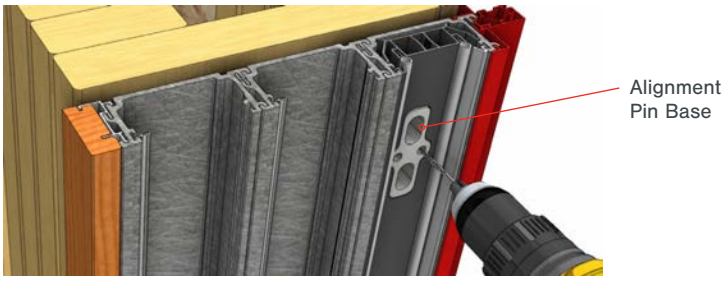

Fig 46
- Use the holes in the structural base as a guide to drill two 3/16” holes through the jambs and into the framing (Fig. 46).